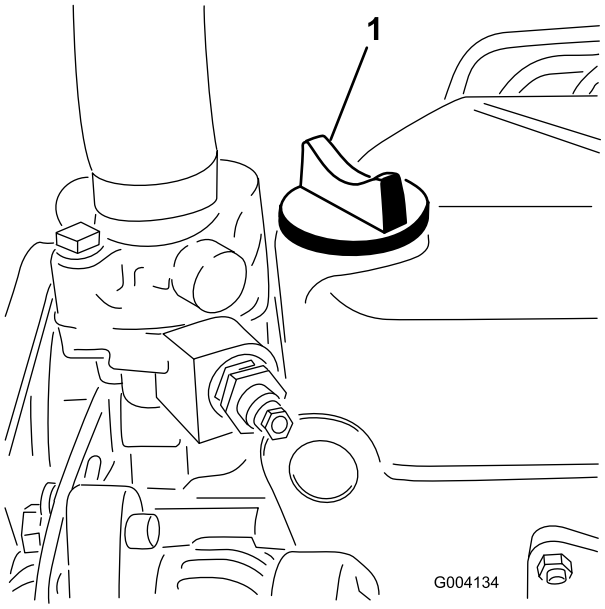

Figur 31
5. Om oljenivån inte når upp till markeringen FULL på oljestickan tar du bort påfyllningslocket (Figur 31) och fyller på olja tills nivån når upp till markeringen FULL.